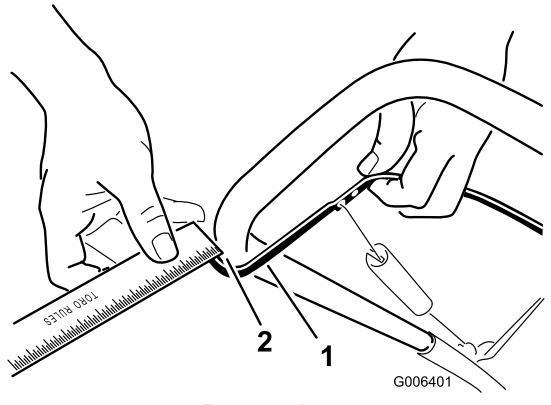

Rysunek 25
Przesuń dźwignię sterującą do tyłu w stronę uchwytu, aby usunąć luz linki sterującej (Rysunek 25).
Informacja: Upewnij się, że między dźwignią i uchwytem jest szczelina 2-3 mm (Rysunek 25).
2. Przesuń mocowanie Z odpowiednio w wyższy lub niższy otwór na łączniku regulacyjnym, aby uzyskać szczelinę 2-3 mm między dźwignią sterującą i uchwytem (Rysunek 25).